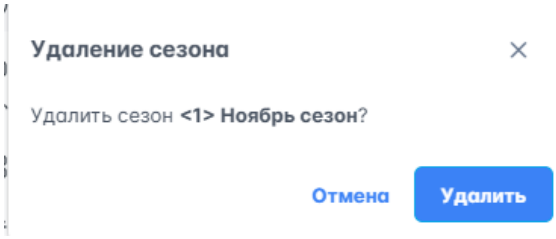

Рисунок 137 – Подтверждение удаления сезона
2. Нажать на в строке сезона на панели управления, откроется окно подтверждения удаления (рисунок 137).